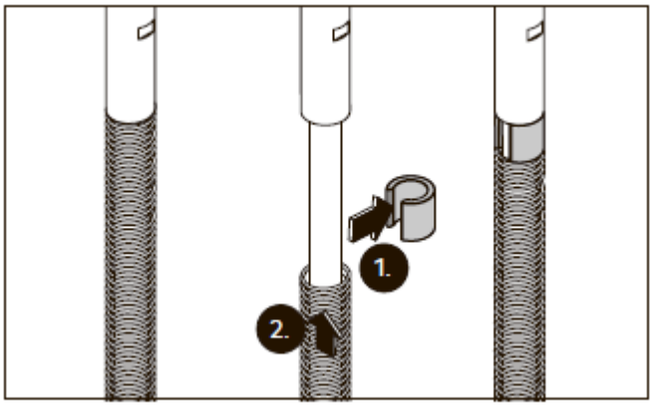

Рис. 41 Установка распорок
1. Снимите распорки со стержня в соответствии с необходимой предварительной нагрузкой. Указанные далее значения применимы к распоркам (рис. 41), оставшимся на стержне.